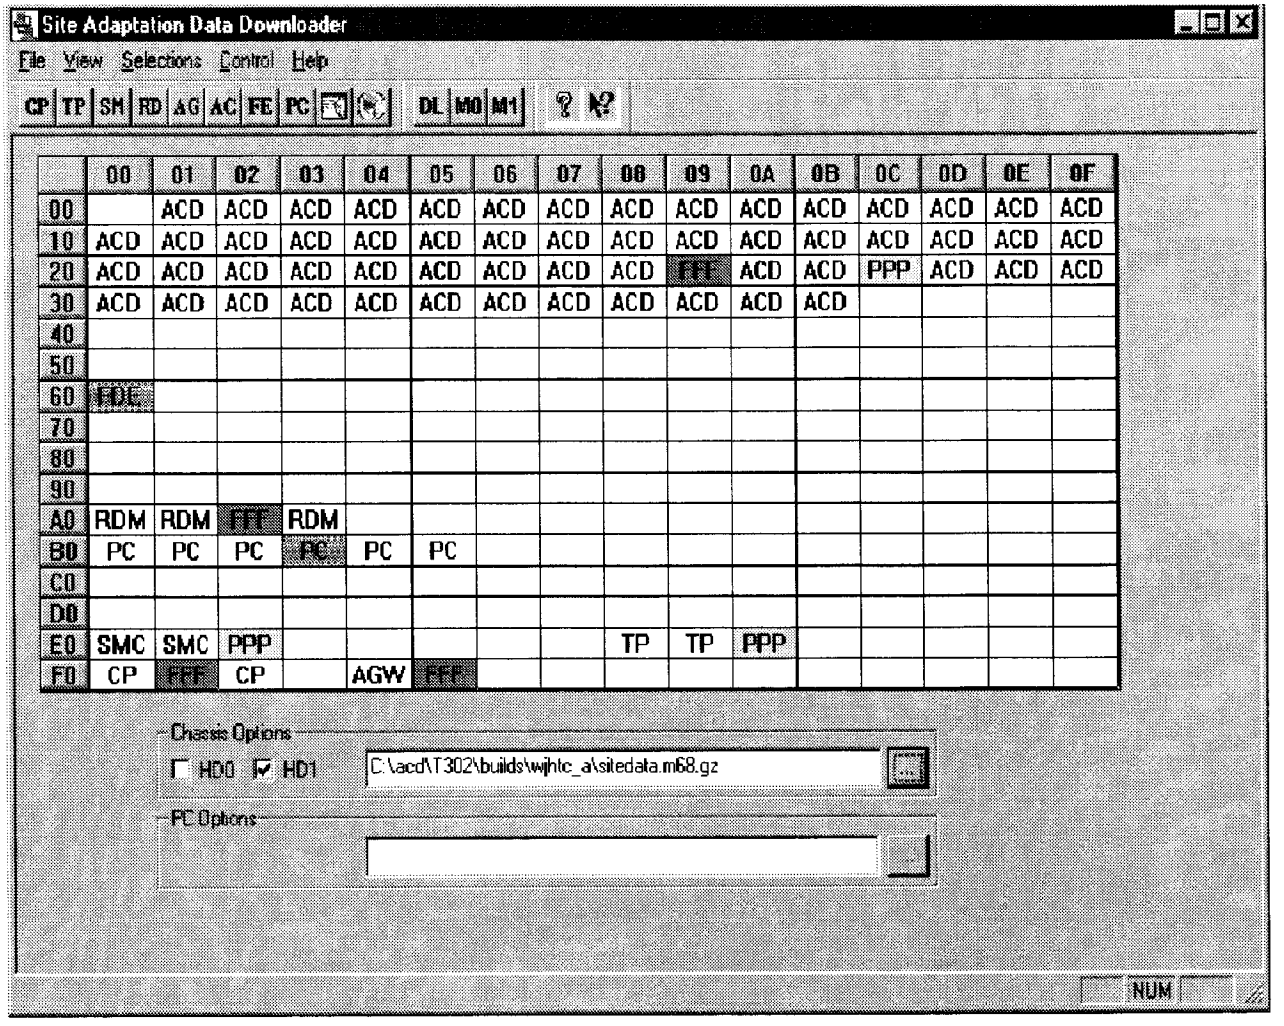

FIGURE 4-50. SITE ADAPTATION DATA DOWNLOADER WINDOW
2. Observe the Site Adaptation Data Downloader window (Figure 4-50).